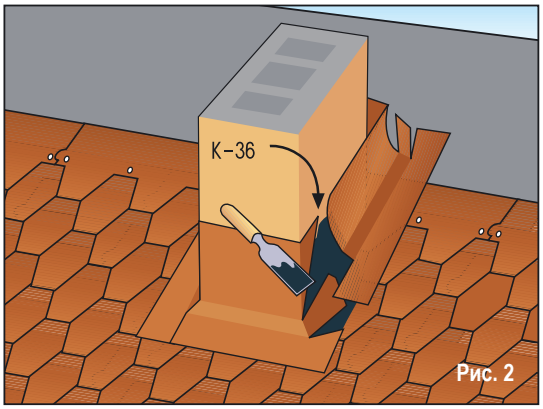

Рис. 2
- Фактический подъем выполняется ковром Pintari в соответствии с Рис. 2, также см. страницу 18.